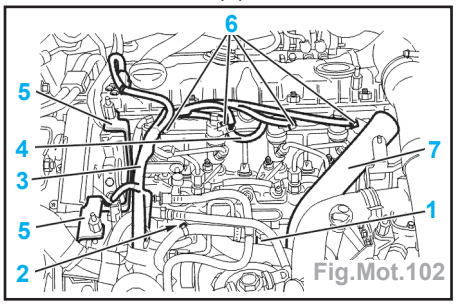

Fig.Mot.102
- Débrancher (Fig.Mot.102) :
• les capteurs (1) et (2),
• les connecteurs (6).